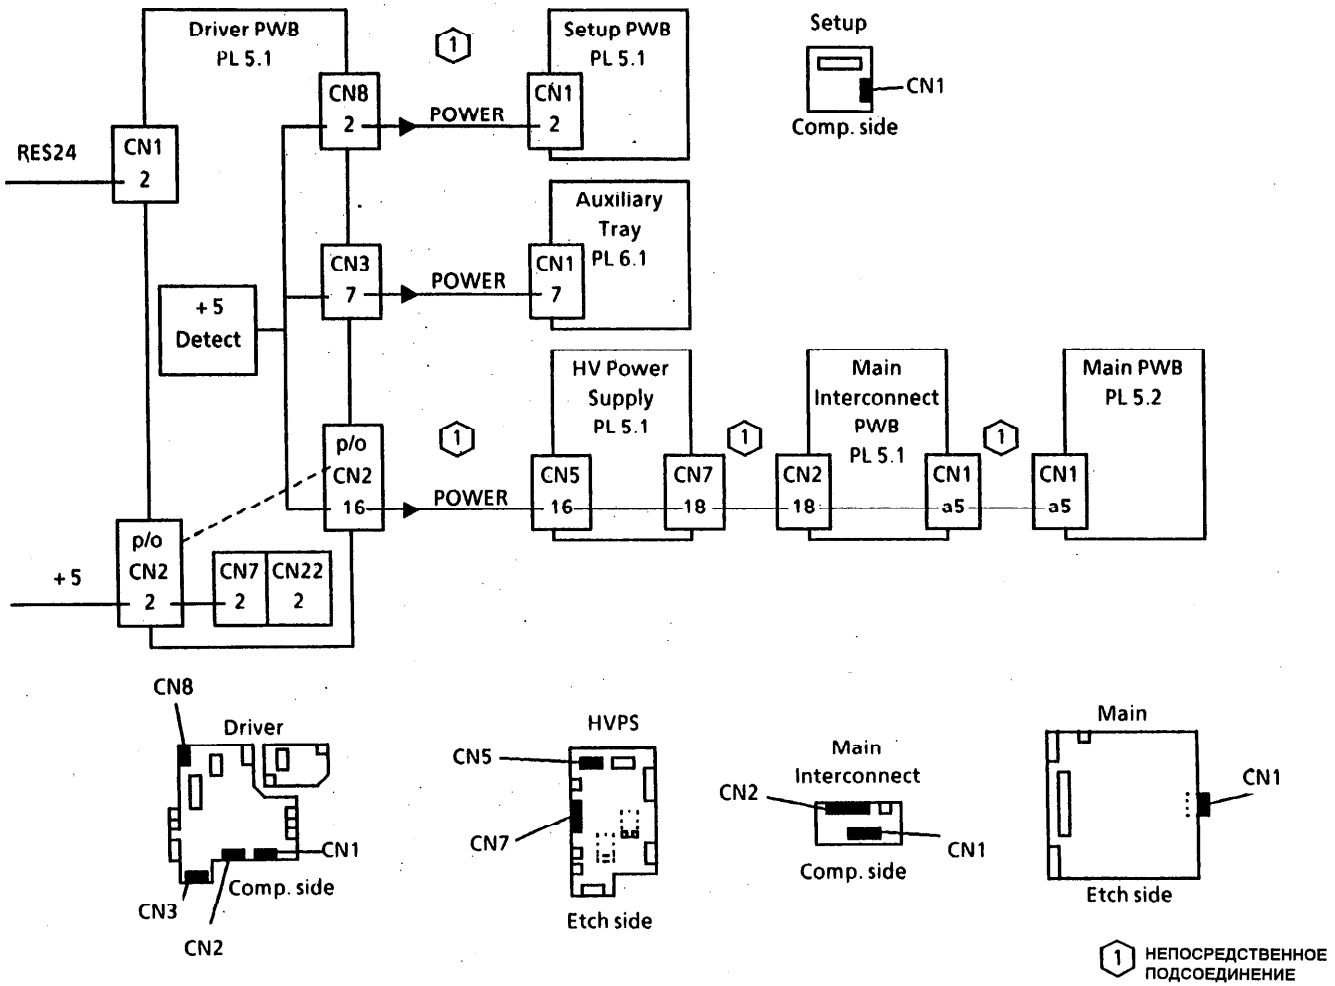

Рис. 1. Сигнал слежения за напряжением +5 В
9. Проверьте сигнал RES24 на драйверной печатной плате (Рис. 1). Измерьте на драйверной печатной плате напряжение между контактом 2 разъема CN1 и землей.